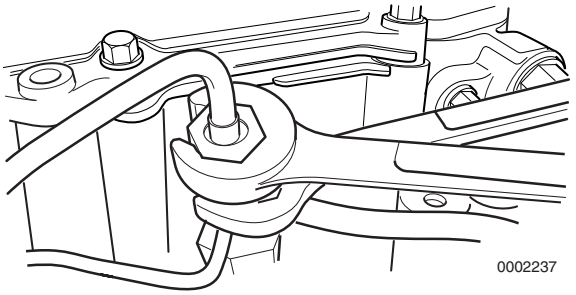

Figure 7-5
3. When tightening the fuel line nuts on the fuel injectors, use one wrench to hold the fuel return line nut and fuel return line from rotating. Use a second wrench to tighten the fuel line nuts **(Figure 7-5)**. *See Special Torque Chart on page 7-7*.